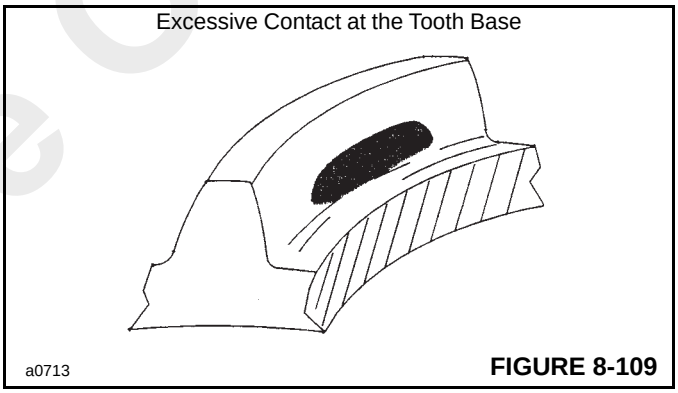

FIGURE 8-109
17. ***Excessive Contact At The Tooth Base - X contact***. (Figure 8-109)
Move the bevel gear toward the pinion to adjust the backlash. See Figure 8-109.